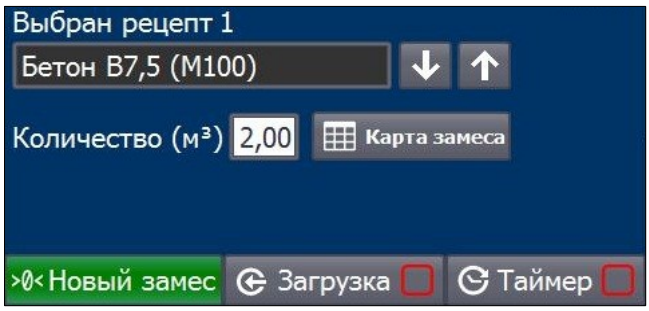

Рисунок 12. Экран «Выбор рецепта».
Режим «Замес» можно выбрать при помощи соответствующего пункта в главном меню. Это основной рабочий режим системы, который позволяет производить замесы по сохранённым рецептам. Общий вид экрана «Выбор рецепта» представлен на рис.12,
- кнопка <Новый замес> (>0<) – эту кнопку необходимо нажимать после разгрузки смесителя перед началом нового замеса. После запроса на подтверждение данной операции система обнуляет значения загруженных ранее компонентов (см. рис.13) и переходит на экран «Выбор рецепта» (см. рис.12);